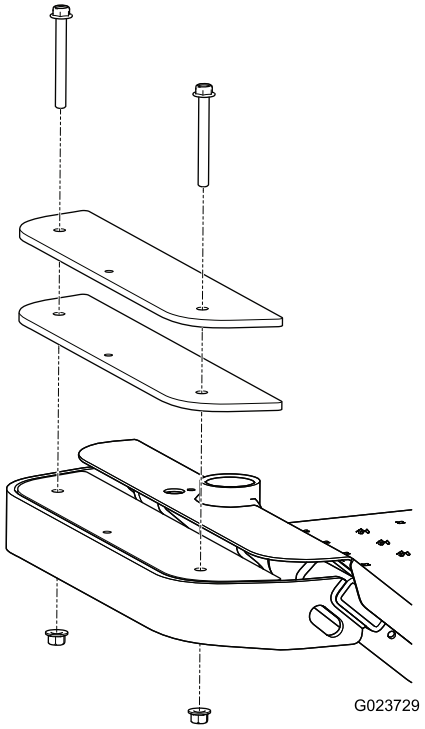

Figur 13
1. Fjern de to bolte og de to møtrikker, der fastgør de eksisterende vægtlodder foran på maskinen (Figur 13).